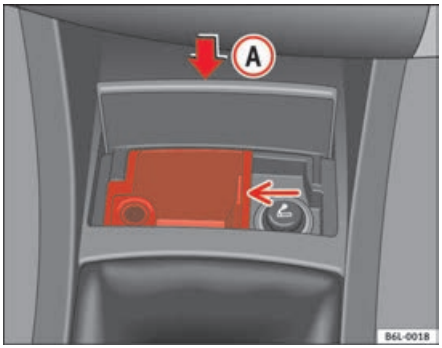

Fig. 85 Front ashtray
– Press the lower part of the ashtray cover (A) ⇒ fig. 85 and it will open automatically with a spring action.